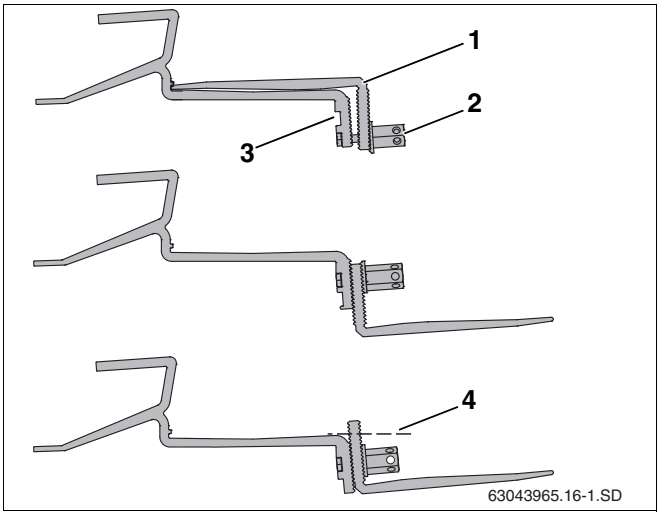

Рис. 17 Установка нижней части кровельного крюка
- ▸ Отверните гайку (рис. 17, **поз. 2**).
- ▸ Вставьте винт в верхнее отверстие (рис. 17, **поз. 3**).
- ▸ Свободно закрепите нижнюю часть кровельного крюка (рис. 17, **поз. 1**). Пока только слегка затяните соединение.